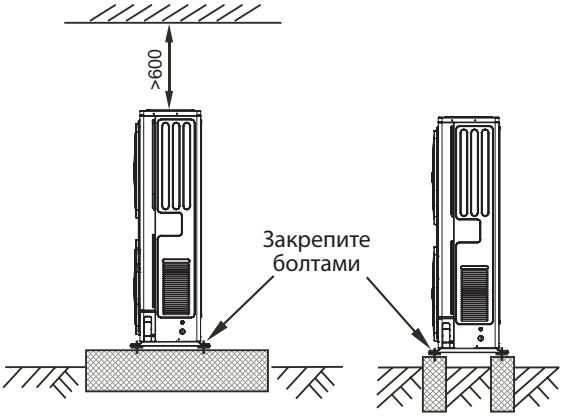

Рисунок 4-5
- Подготовьте бетонное основание в соответствии с характеристиками наружного блока. (см. Рисунок 4-5)
- Надежно закрепите болтами опоры блока, чтобы предотвратить его падение в случае землетрясения или сильного ветра. (см. Рисунок 4-5)